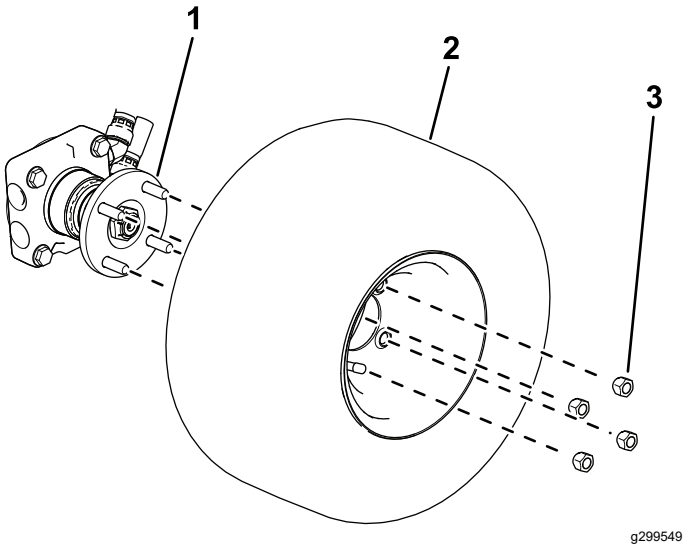

Figura 3
1. Utilizzate 4 dadi per fissare la ruota al mozzo (Figura 3).